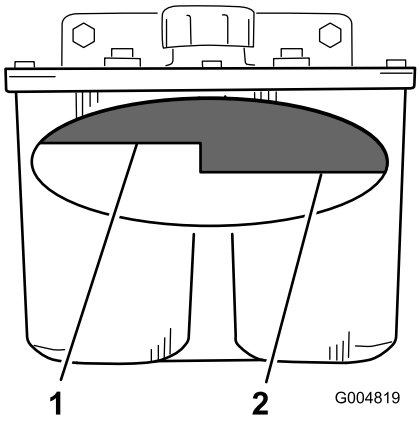

**Figuur 69**
2. Reinig de omgeving van de vulbuis en de dop van de hydraulische tank (Figuur 69).
3. Verwijder de dop van de vulbuis. Kijk in de vulbuis om te controleren of er nog vloeistof in het reservoir is (Figuur 69).
**Opmerking:** Het vloeistofpeil moet aan de bovenkant van de Warm-markering op de keerplaat staan als de vloeistof warm is (Figuur 69).